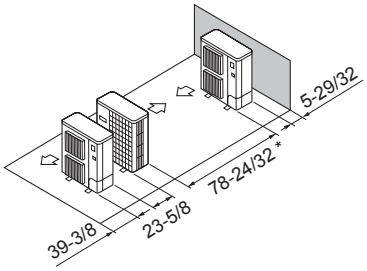

Fig. 3-15
⑤ Disposición en paralelo de unidades simples (Fig. 3-15)